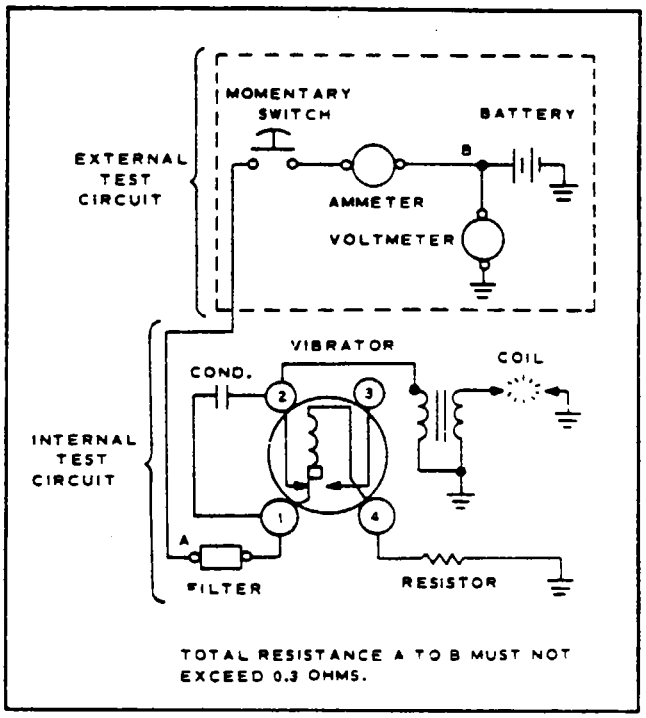

Figure 13-11. Wiring - Test Setup
g. Arrange the test equipment as shown in Figure 13-11.